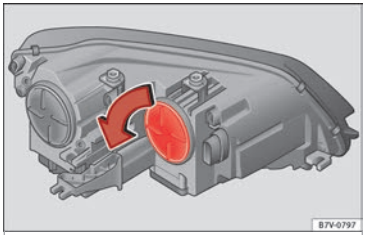

Fig. 213 In the engine compartment: turn signal indicator cover.
2.	Rotate the cover »» Fig. 213 in the direction of the arrow and remove it.
7.	Rotate the cover »» Fig. 213 in the opposite direction to the arrow as far as it will go.